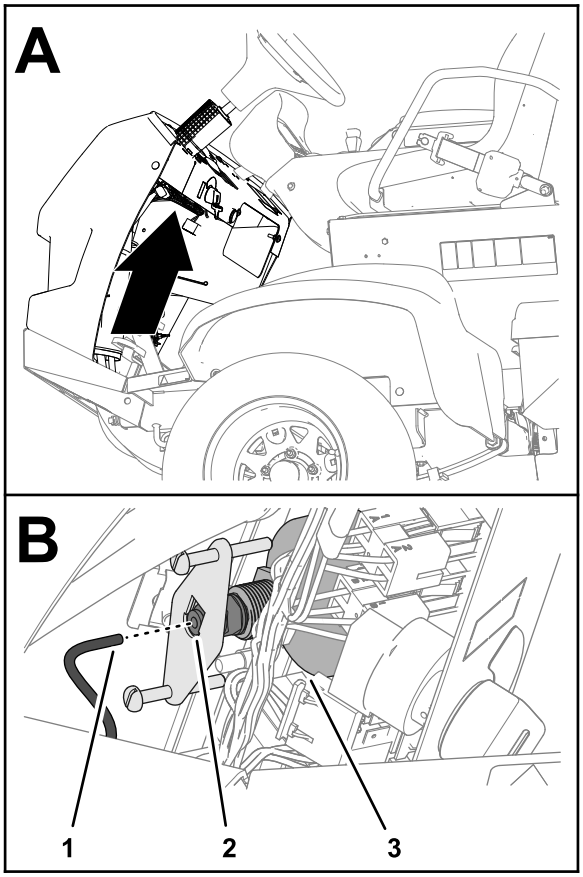

Figur 122
5. Ta bort slangen från tryckmätarens baksida och placera slangens ände i en behållare (Figur 122).